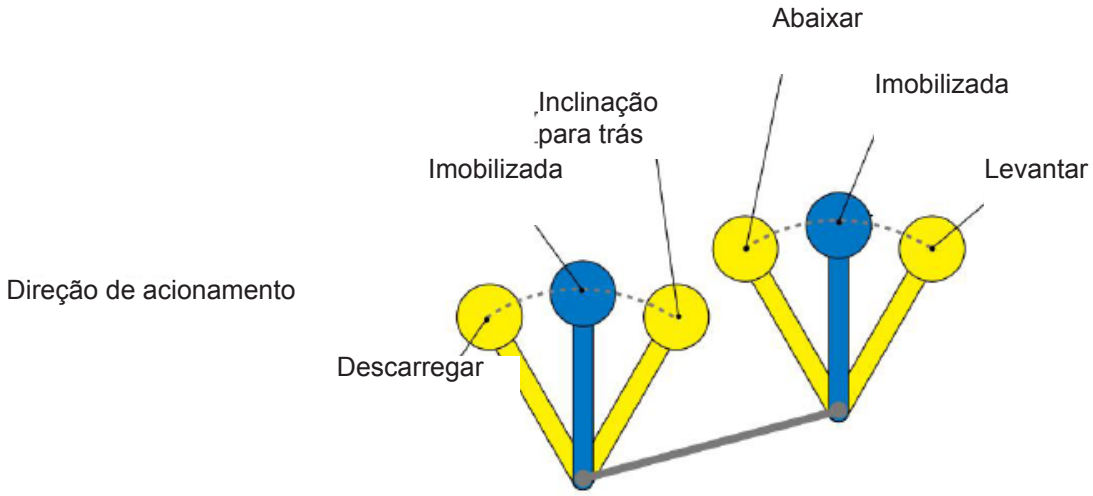

Figura 4. Controle da caçamba
- Controle da caçamba (consulte a Figura 4)